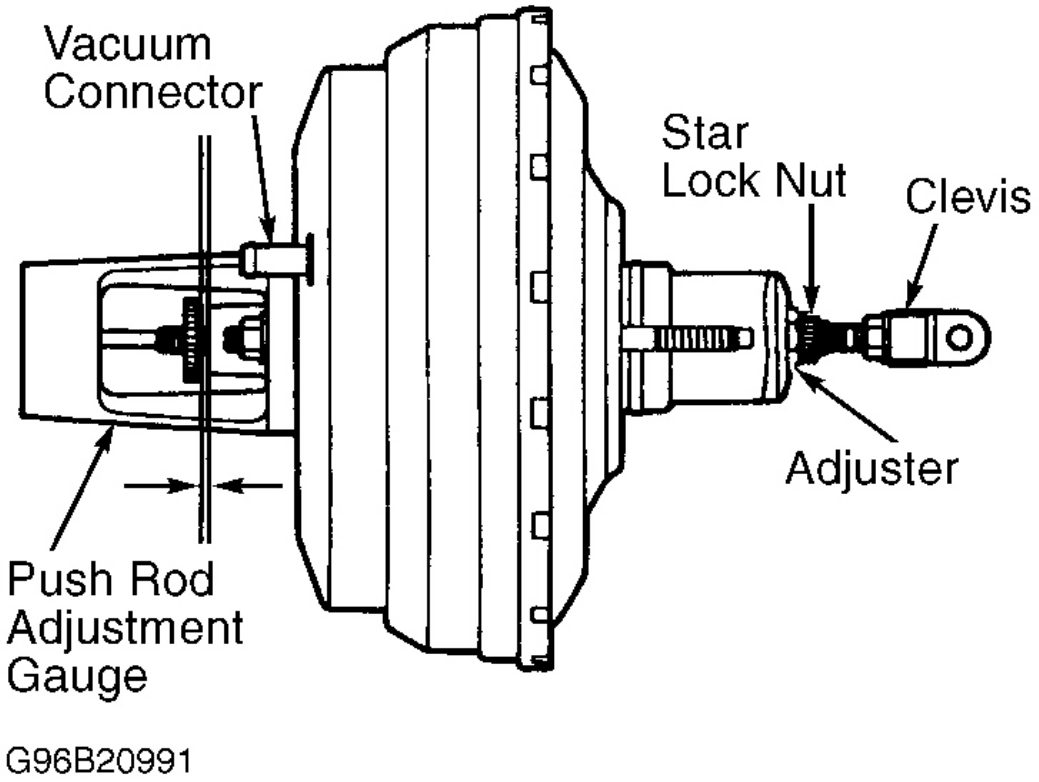

Fig. 6: Measuring Push Rod Clearance (Typical)
3. Using a feeler gauge, ensure clearance between gauge body and adjusting nut is 0.02" (0.4 mm) for TL and CL, and 0.008" (0.2 mm) for RL. See **Fig. 6** .